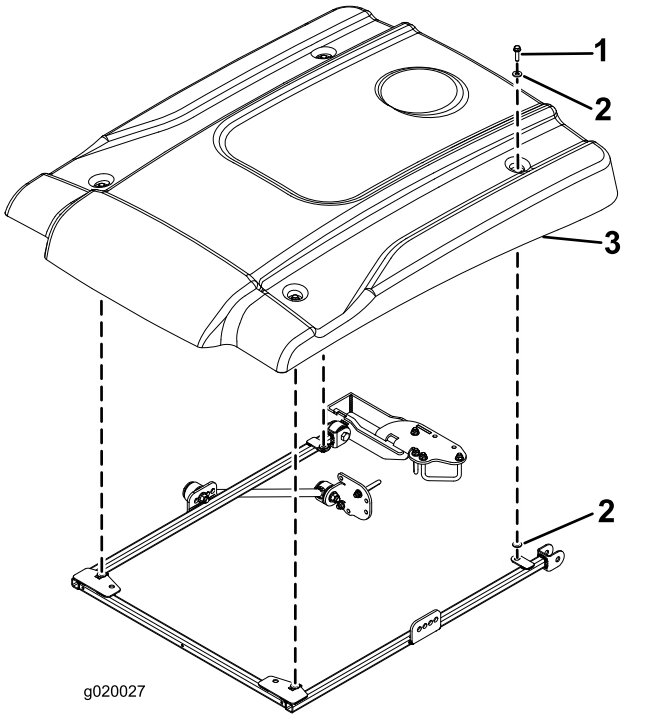

Bild 16
15. Positionieren Sie das Sonnendach beim Ausfluchten der Befestigungslöcher am Rahmen wie in Bild 16 abgebildet.
16. Befestigen Sie jede Ecke des Sonnendachs lose mit einer Bundkopfschraube (5/16" x 1½") und zwei kleinen Scheiben am Rahmen (Bild 16). Legen Sie eine Scheibe an jeder Seite der Gummidichtung des Sonnendachs auf.